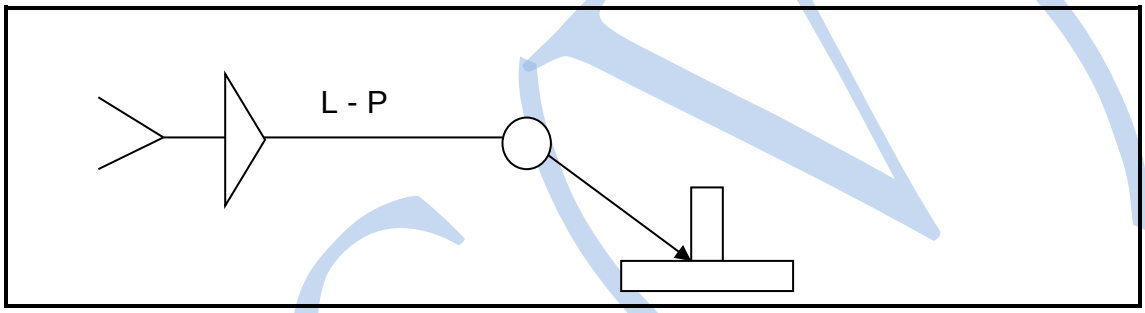

FIGURE 2 (8)
3.2 FIGURE 2 shows the basic elements of a complete welding symbol.